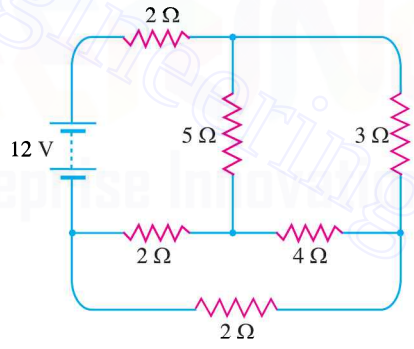

Fig. 1.53
8. Using Thevenin's theorem, find the current through 4 Ω resistor in the circuit of Fig. 1.53. **[0.305A[**